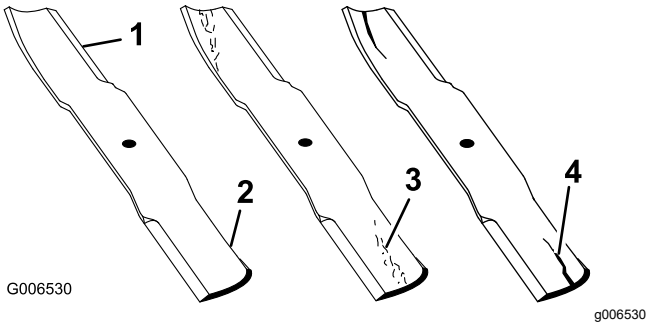

Figur 111
2. Undersök knivseggarna noggrant (i synnerhet där knivens flata och böjda del möts) enligt (Figur 111).
Obs: Kontrollera kniven innan du använder maskinen eftersom sand och slipande material kan slita bort metallen mellan knivens flata och böjda delar. Byt ut kniven om den är sliten (Figur 111).